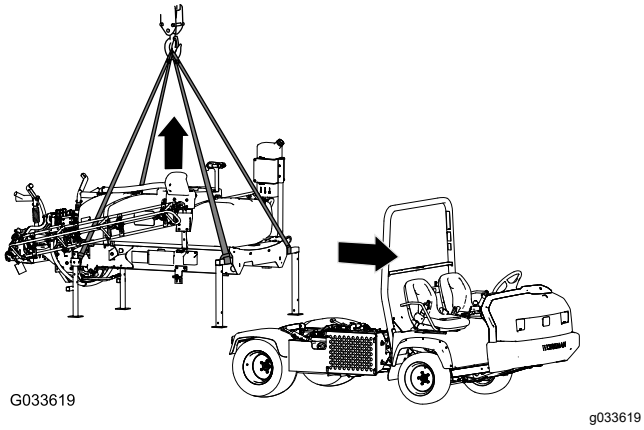

Figure 104
1. Lower the booms to approximately 45° and then pivot them forward (Figure 104).
5. Attach the lifting equipment to the horizontal tubes of the forward jack stands and the vertical post of the rear jack stands (Figure 104).
7. Lift the tank skid from the machine high enough to clear the skid from the machine (Figure 104).